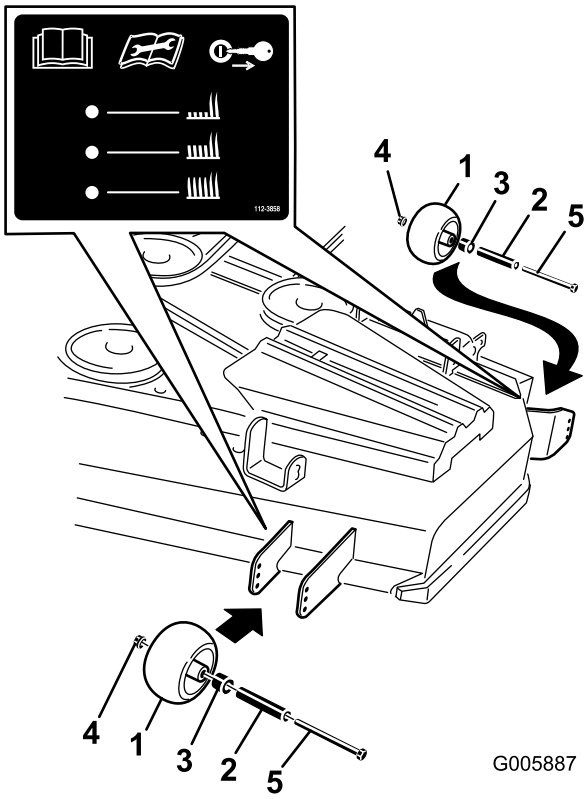
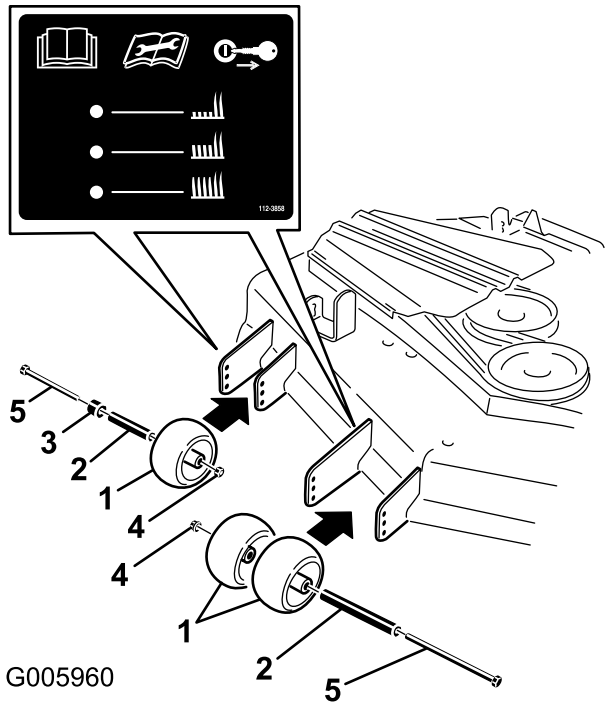

**Figuur 17**
Figuur 18
3. Nadat u de maaihoogte hebt ingesteld, moet u de flensmoer, de lagerbus, het afstandsstuk en de bout verwijderen om de rollen in te stellen (Figuur 17 of Figuur 18).
**Opmerking:** De twee middelste rollen hebben geen afstandsstuk (Figuur 17 of Figuur 18).
5. Monteer de flensmoer, de lagerbus, het afstandsstuk en de bout. Vastdraaien met een torsie van 54-61 Nm (Figuur 17 of Figuur 18).